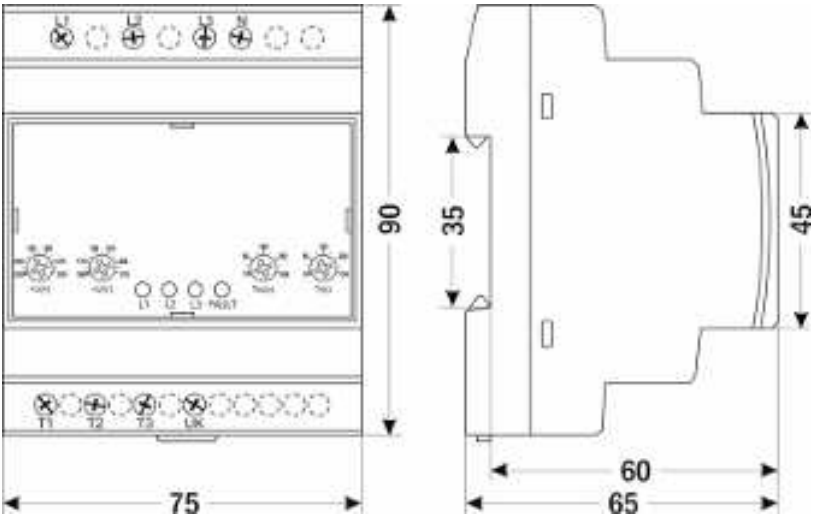

Рис. 1 – Размеры и элементы прибора
3. Настройте прибор с помощью поворотных потенциометров (п. 6–9 рис. 1).
4. Подайте питание на прибор. Начнется отсчет времени задержки включения Ton, по истечении которого замкнется цепь питания нагрузки от фазы А и загорится зеленый индикатор L1 (п. 4 рис. 1). При аварийной ситуации на фазе прибор переключит нагрузку (время переключения менее 0,2 с) на питание от следующей по приоритету фазы. При восстановлении питания более приоритетной фазы прибор вернет нагрузку на питание от нее, отсчитав время задержки Tr. Если установлено значение Tr OFF, возврат к приоритетной фазе произойдет мгновенно. При аварийных ситуациях на всех трех фазах источника питания прибор отключит нагрузку от сети, загорится красный индикатор FAULT (п. 5 рис. 1).